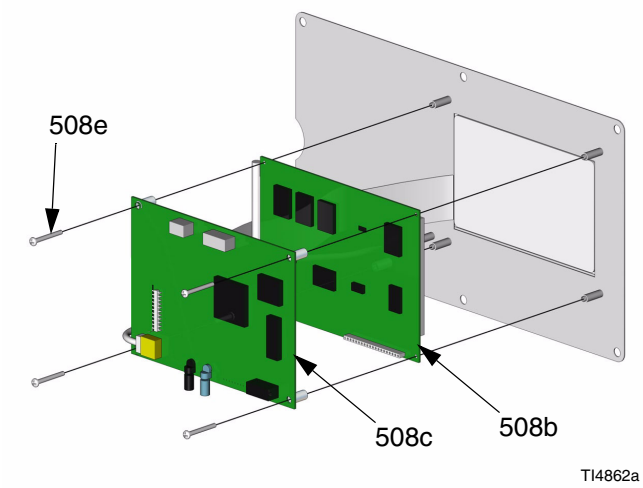

FIG. 8
4. Retire los 4 tornillos (508e) y el conjunto de la tarjeta de visualización (508b, 508c). FIG. 8.
7. Alinee la tarjeta de visualización (508c) y la visualización gráfica (508b). FIG. 8. Presiónelas juntas.